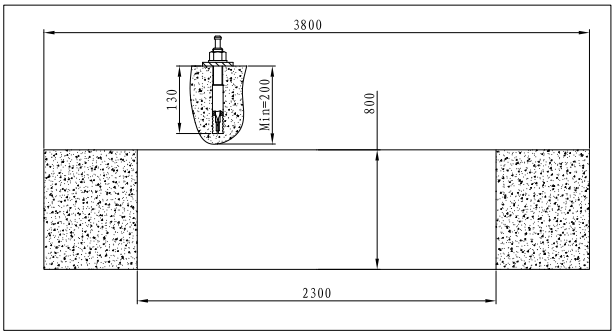

Abb. 28
• Montieren Sie die Schrauben gemäss Abb. 28.